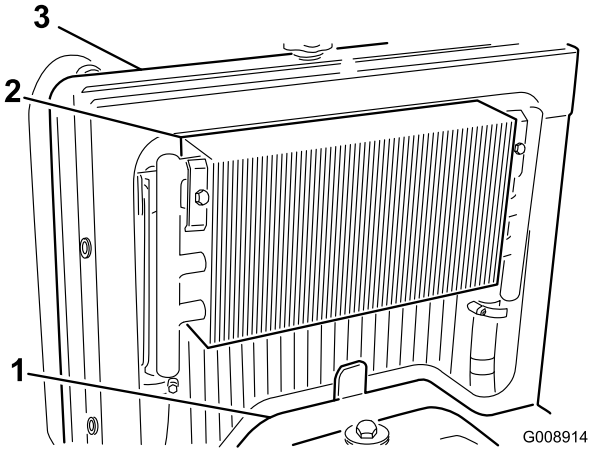

Figuur 50
2. Verwijder het inspectieluik (Figuur 50).